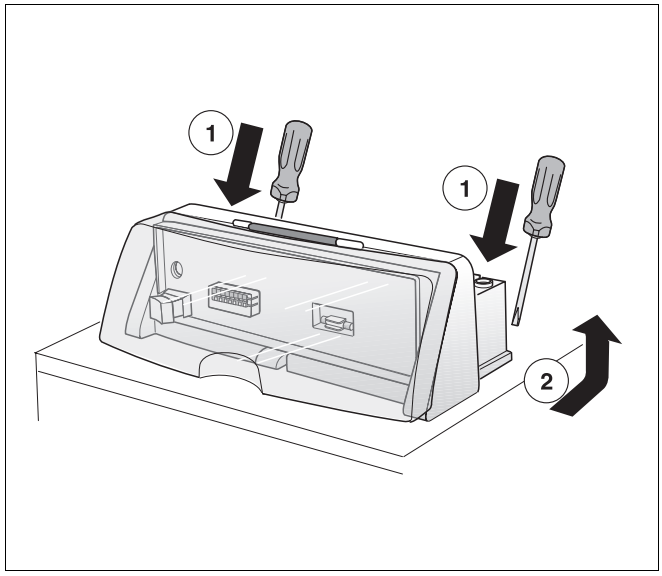

Rys. 5 Zdjęcie sterownika z kotła grzewczego
- Odblokować zaczep przy pomocy wkrętaka (rys. 5).